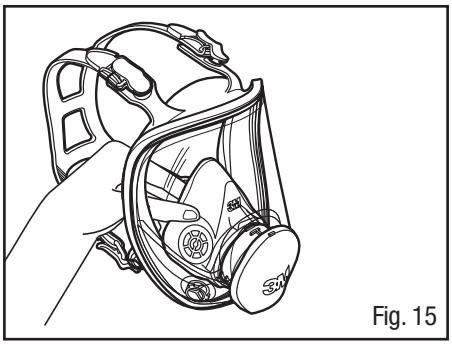
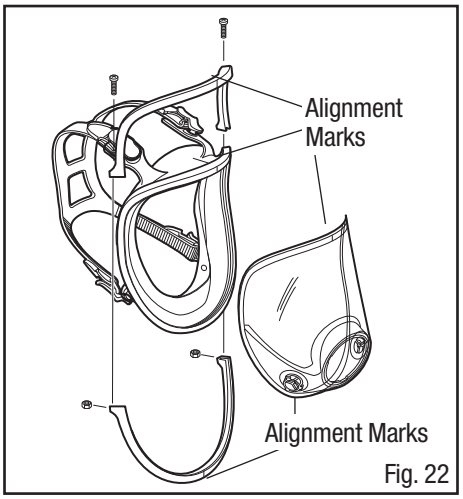

Fig. 15
Fig. 22
1. Remove nose cup assembly by pulling away from center adapter inside facepiece (Fig. 15).
1. Remove the nose cup assembly by pulling away from center adapter inside facepiece (Fig. 15).
1. Remove nose cup assembly from inside facepiece (Fig. 15).
3. Remove the (2) Phillips screws from the lens/faceseal frame. Pull the frame top and frame bottom away from faceseal.
5. Place new lens and faceseal together aligning marks at top and bottom. Position top and bottom frame, again aligning marks top and bottom. Install and securely tighten screws. Make certain alignment marks are properly aligned top and bottom with all components (Fig. 22).
2. Position bottom frame, aligning center vertical mark, and press in place (Fig. 22).